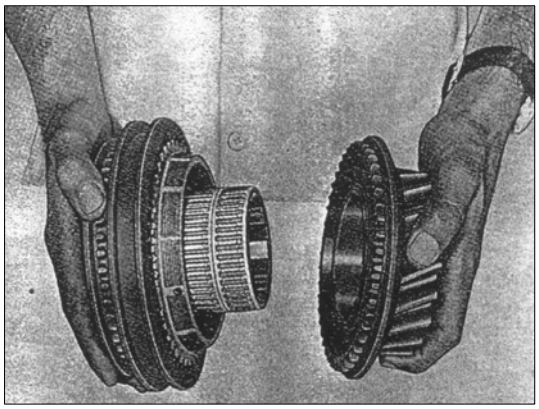

РИС. 215
2) Снимите сепаратор игольчатого подшипника 4-й передачи (см. рис. 215).